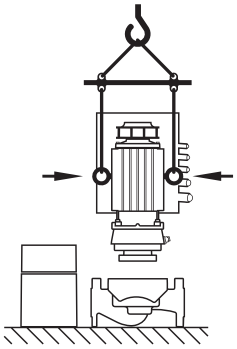

*Fig. 9: Transporte del motor*
- **Si fuera necesario, p. ej., en caso de reparación, se pueden trasladar las argollas de transporte desde la brida del motor a la carcasa del mismo (véase, p. ej., Fig. 9). Antes del montaje de las argollas de transporte en la carcasa del motor, desatornille los espaciadores de las aberturas para dichas argollas (Fig. 7 pos. 20b) (véase el capítulo 10.2.1 “Sustitución del cierre mecánico” en la página 50).**
- **Si se han trasladado las argollas de transporte de la brida del motor a la carcasa del mismo, éstas sólo se pueden usar para cargar o transportar el juego de introducción (Fig. 9), quedando excluidos el transporte de la bomba completa y la separación del juego de introducción de la carcasa de la bomba.**